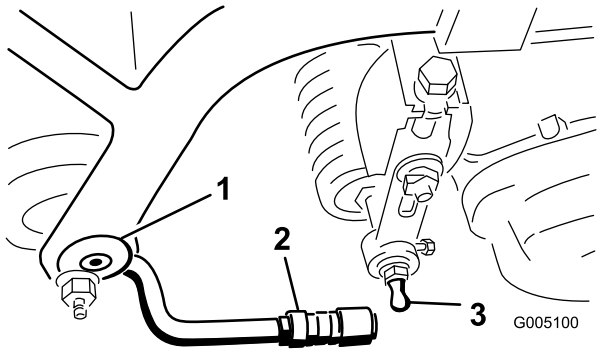

Figur 9
2. Sett en skive og en kulebolt på hver ende av den fremre valsen på klippeenhetene (Figur 9).
4. Skyv hylsen tilbake på kuleleddet og roter trekkarmen ned, slik at kuleskålen passer over kulebolten. Slipp hylsen, slik at den glir over bolten og låser delene sammen (Figur 9).